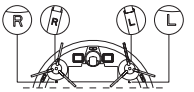

Рис. 2
4. Установите боковые щетки: совместите левую и правую щетки с метками на нижней крышке прибора (рис. 2). Вставьте боковые щетки до щелчка.